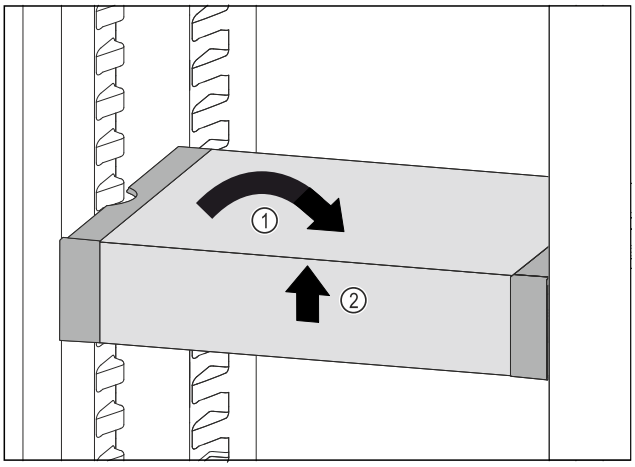

Fig. 140
▶ Remettre le VarioSafe droit. *Fig. 140 (1)*
▶ Soulever la partie avant du VarioSafe. *Fig. 140 (2)*